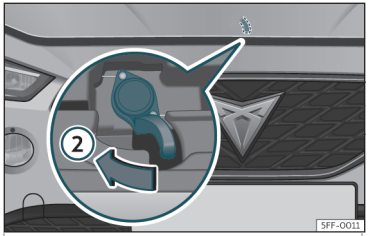

Fig. 184 Lever under the bonnet.
- To lift the bonnet, press towards the left on the lever located under the bonnet, in the centre››› Fig. 184 ②. The arrester hooks are released.